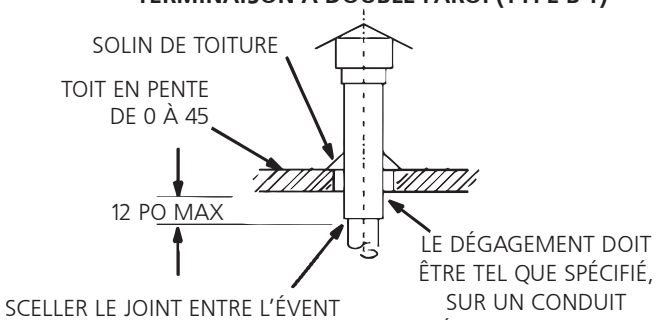

FIGURE 2
1. États Unis: Les radiateurs HSU doivent être utilisés avec des cheminées approuvées NFPA ou ANSI, des évents pour le gaz homologués U.L. de type B-1, des conduits en métal à simple paroi, ou des systèmes homologués de doublage de cheminée pour l'aération du gaz, là où cela s'applique, ainsi qu'avec les modifications et limitations listées dans la **figure 2**. Sceller le matériel unique de l'évent mural conformément à la section **A - Exigences et recommandations générales**.